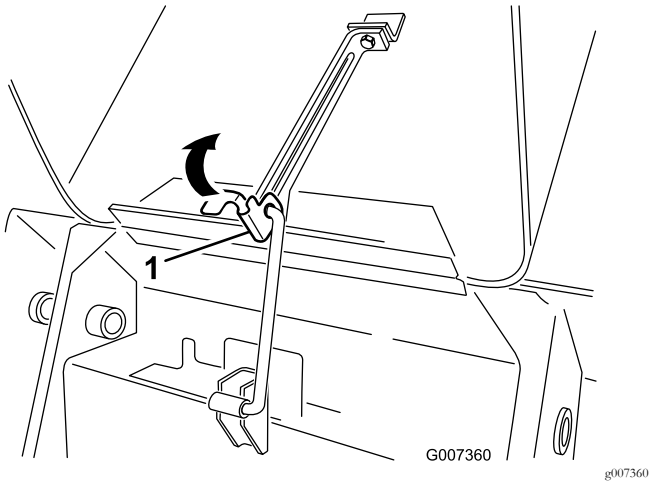

Figur 31
1. Lyft upp fliken som håller stöttan på plats (Figur 31)